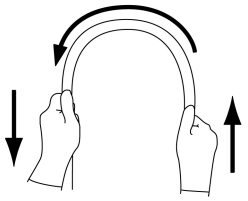

図 1
4.軟性部を両手で持ち、全長にわたって図 1 に示すように順次半円の頂点をずらすように曲げ、十分に滑らかに曲がることと適切な軟らかさを有していること。